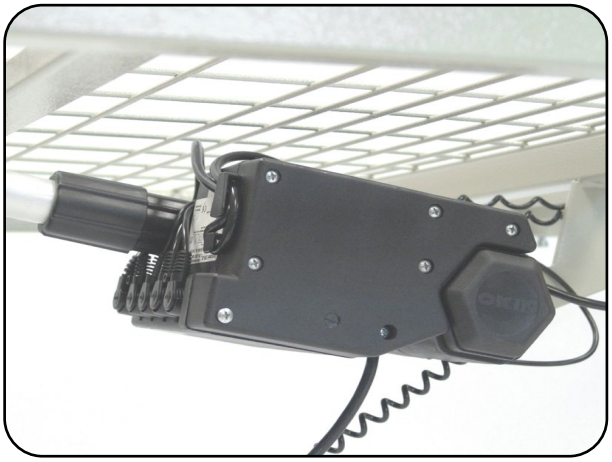

Abb. 6.2.01 - Steuerung an Rückenteilantrieb
1. Schieben Sie die Steuerung auf den Rückenteilantrieb. Sichern Sie die Steuerung mit der Fixierschraube gegen Verrutschen (Abb. 6.2.01).